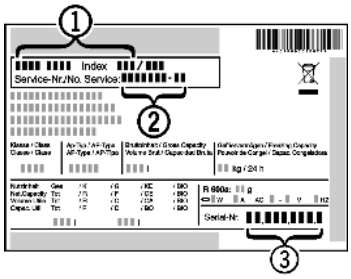

Fig. 10
▶ Odczytać z tabliczki znamionowej oznaczenie urządzenia *Fig. 10 (1)*, nr serwisowy *Fig. 10 (2)* oraz numer seryjny *Fig. 10 (3)*. Tabliczka znamionowa znajduje się po lewej stronie wewnątrz urządzenia.
▶ Poinformować serwis i podać opis zakłócenia, oznaczenie urządzenia *Fig. 10 (1)*, nr serwisowy *Fig. 10 (2)* oraz numer seryjny *Fig. 10 (3)*.